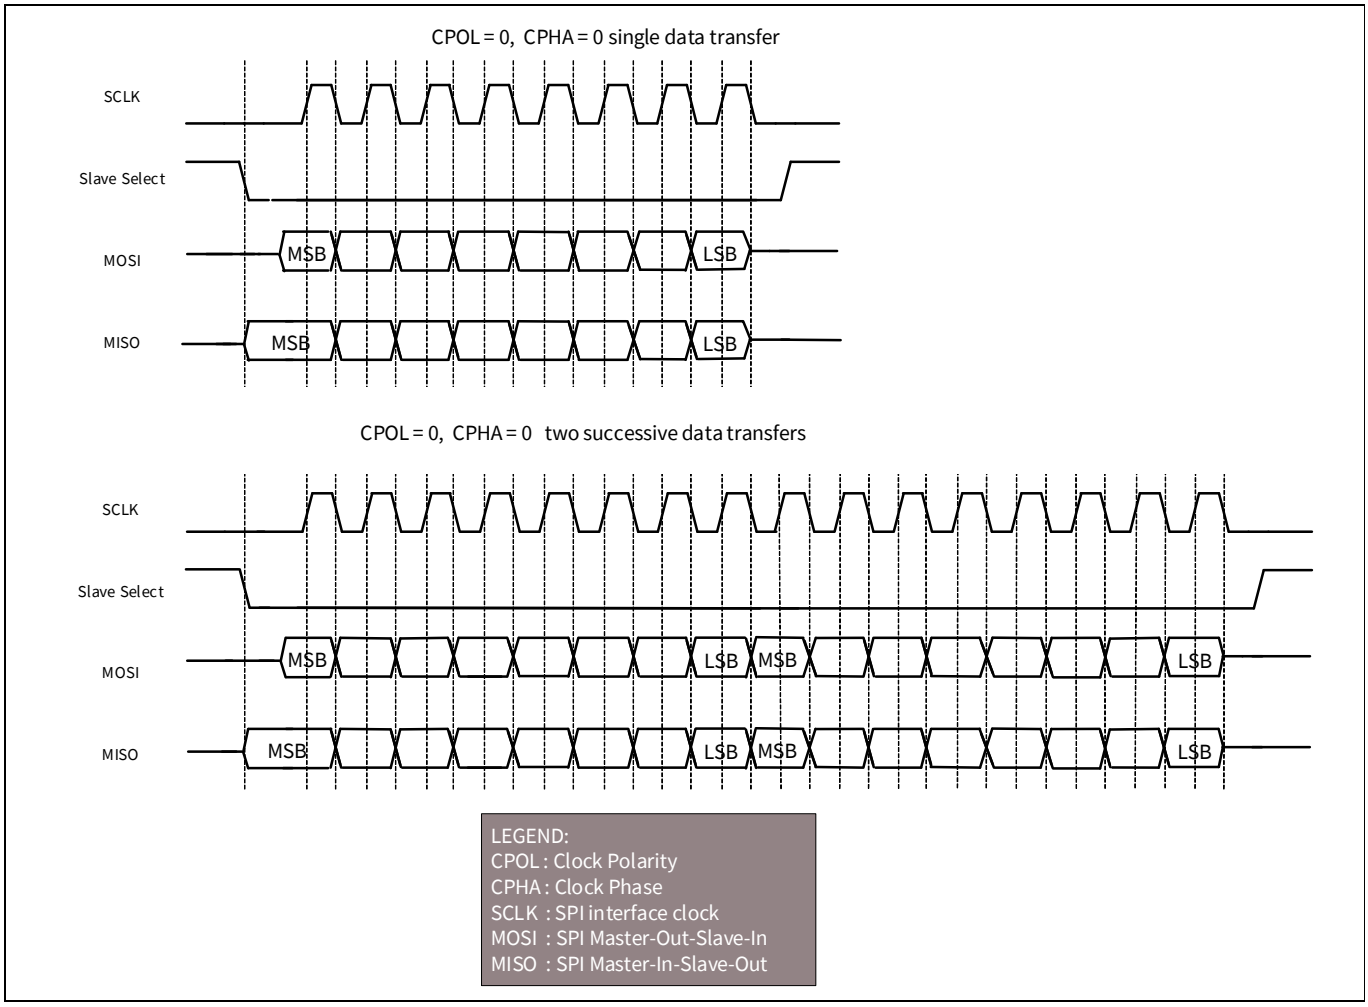

**Figure 18-3. SPI Motorola data transfer example**
**Figure 18-3** illustrates a single 8-bit data transfer and two successive 8-bit data transfers in mode 0 (CPOL is '0', CPHA is '0').